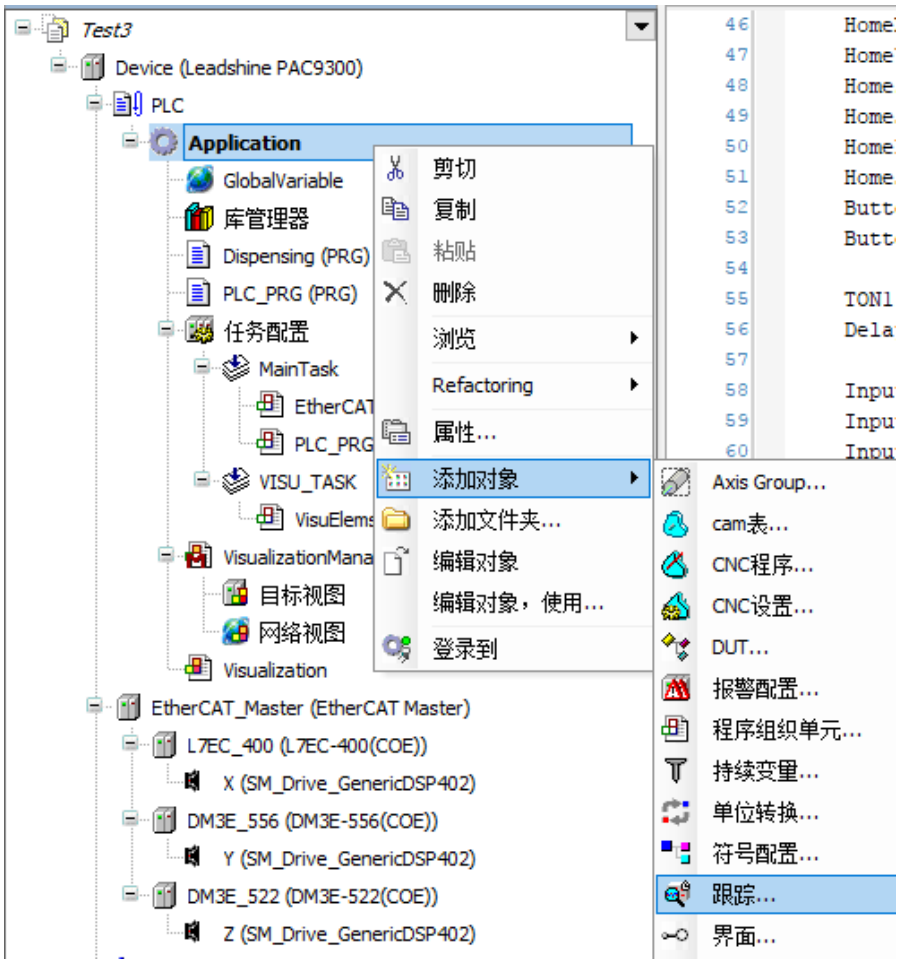

图 6.8　添加跟踪曲线
1. 鼠标右键点击项目树中的“Application”，选择“跟踪”，如图 6.8 所示。